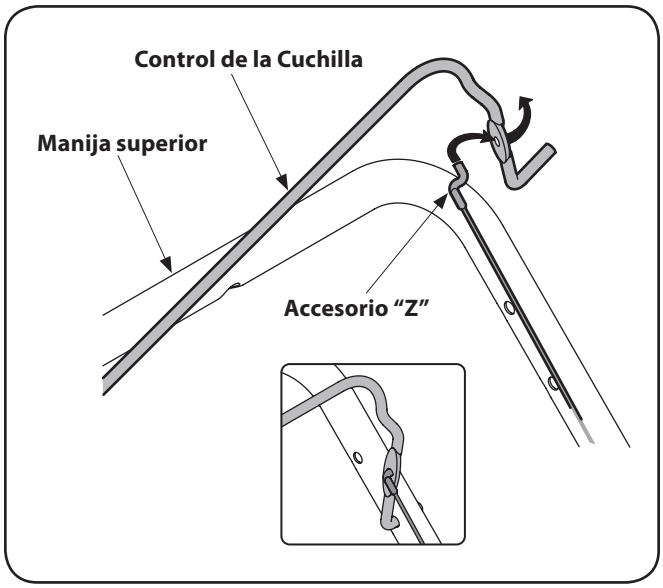

Figure 3-9
1. Para facilitar el acoplamiento del accesorio Z, quite temporariamente el lado izquierdo del control de la cuchilla como se muestra en Figure 3-9.
2. Tire hacia arriba del extremo Z del cable de freno y enganche en el control desde el interior hacia el exterior. Vea Figure 3-9.